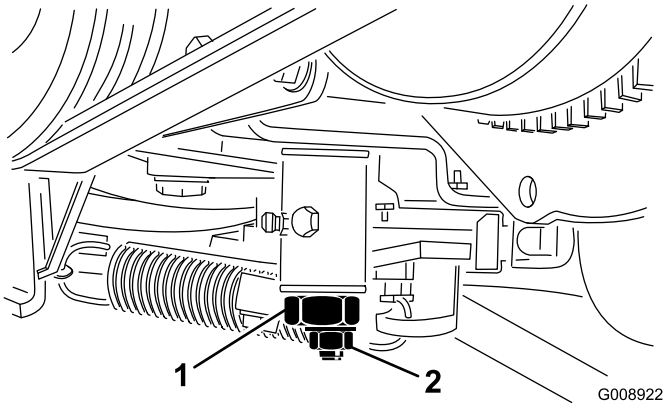

**Figur 65**
3. Løsn låsemøtrikken på traktionsjusteringsknasten (Figur 65).